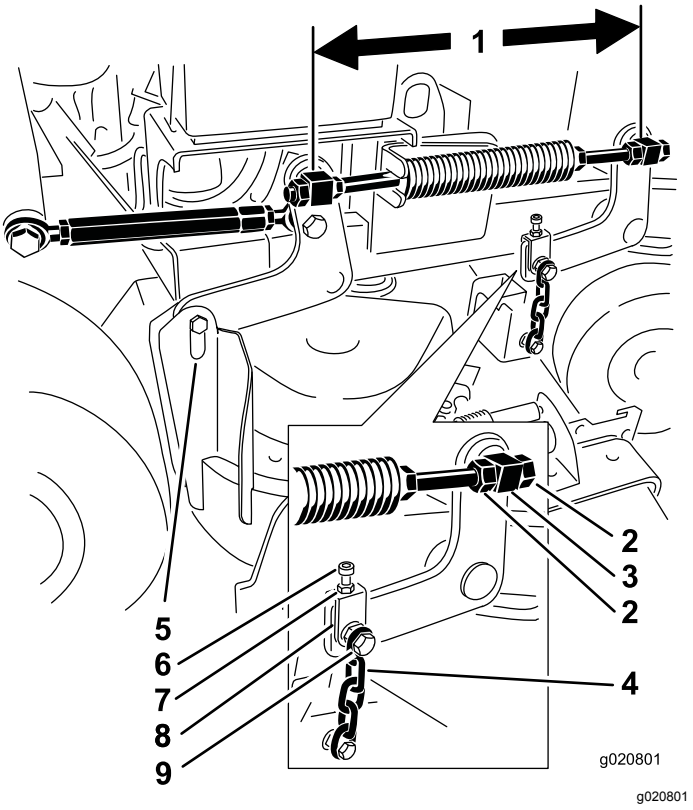

Rysunek 81
1. Sprawdź odległość między osiami obrotu, wykonując pomiar między środkami osi obrotu (odległość międzyśrodkowa) dla każdego pręta gwintowanego (Rysunek 81).
2. Poluzuj przeciwnakrętki przy **przedniej** osi obrotu (Rysunek 81).
4. Dokręć przeciwnakrętki przy **przedniej** osi obrotu (Rysunek 81).
4. Poluzuj przeciwnakrętki przy prawej i lewej przedniej osi obrotu (Rysunek 81).
6. Dokręć przeciwnakrętki przy prawej i lewej przedniej osi obrotu (Rysunek 81).
4. Poluzuj przeciwnakrętki przy lewej przedniej osi obrotu (Rysunek 81).
6. Dokręć przeciwnakrętki przy lewej przedniej osi obrotu (Rysunek 81).
5. Poluzuj górne śruby łańcuchów (Rysunek 81).
6. Poluzuj przeciwnakrętki na każdym jarzmie (Rysunek 81).
8. Dokręć przeciwnakrętki i górne śruby łańcuchów (Rysunek 81).